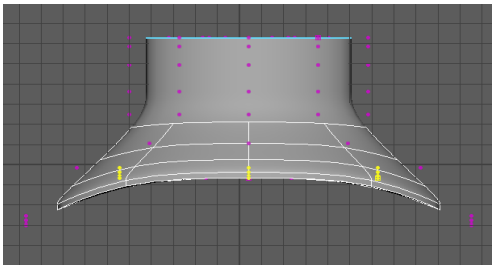
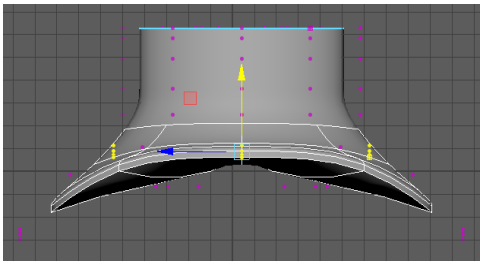

Figure 4-47 *Vertices to be selected*
Figure 4-48 *The modified mesh*
7. Maximize the side-X viewport. Next, press and hold the right mouse button on *hat*; a marking menu is displayed. Choose **Control Vertex** from the marking menu; the vertex selection mode is activated. Next, marquee-select the vertices of *hat* by using the SHIFT key, as shown in Figure 4-47. Next, invoke **Move Tool** from the Tool Box, and move the vertices upward along the Y axis, as shown in Figure 4-48.